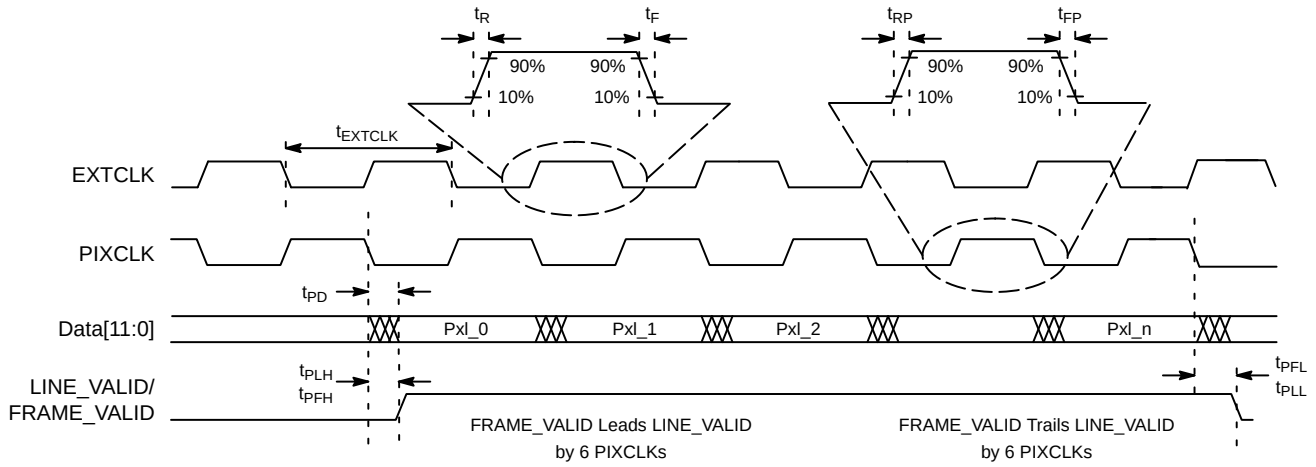

Figure 15. I/O Timing Diagram
By default, the AR0134CS launches pixel data, FV and LV with the falling edge of PIXCLK. The expectation is that the user captures D_{OUT}[11:0], FV and LV using the rising edge of PIXCLK. The launch edge of PIXCLK can be configured in register R0x3028. See Figure 15 and Table 6 for I/O timing (AC) characteristics.